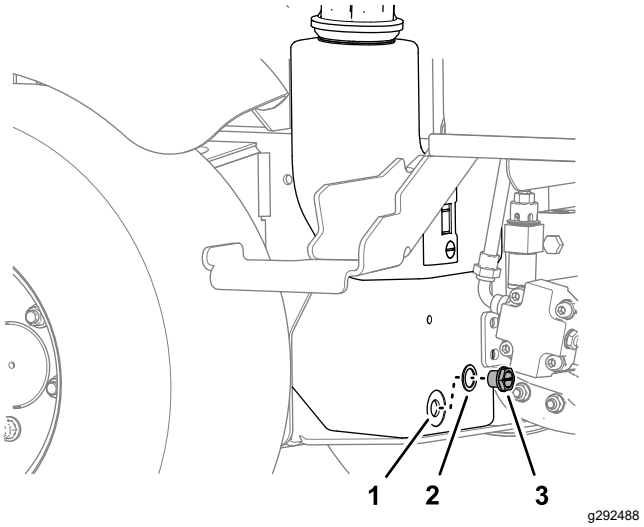

Figuur 72
3. Zet een opvangbak onder de hydraulische tank, verwijder de aftapplug van de tank en laat de hydraulische vloeistof volledig weglopen (Figuur 72).